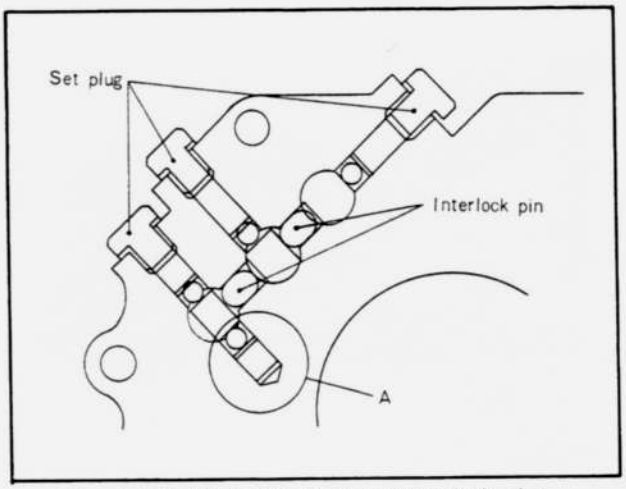

Fig. 7–23 Shift locking balls and interlock pins
13. Insert the locking ball and spring into the (A) of the bearing housing as shown in Fig. 7–23.